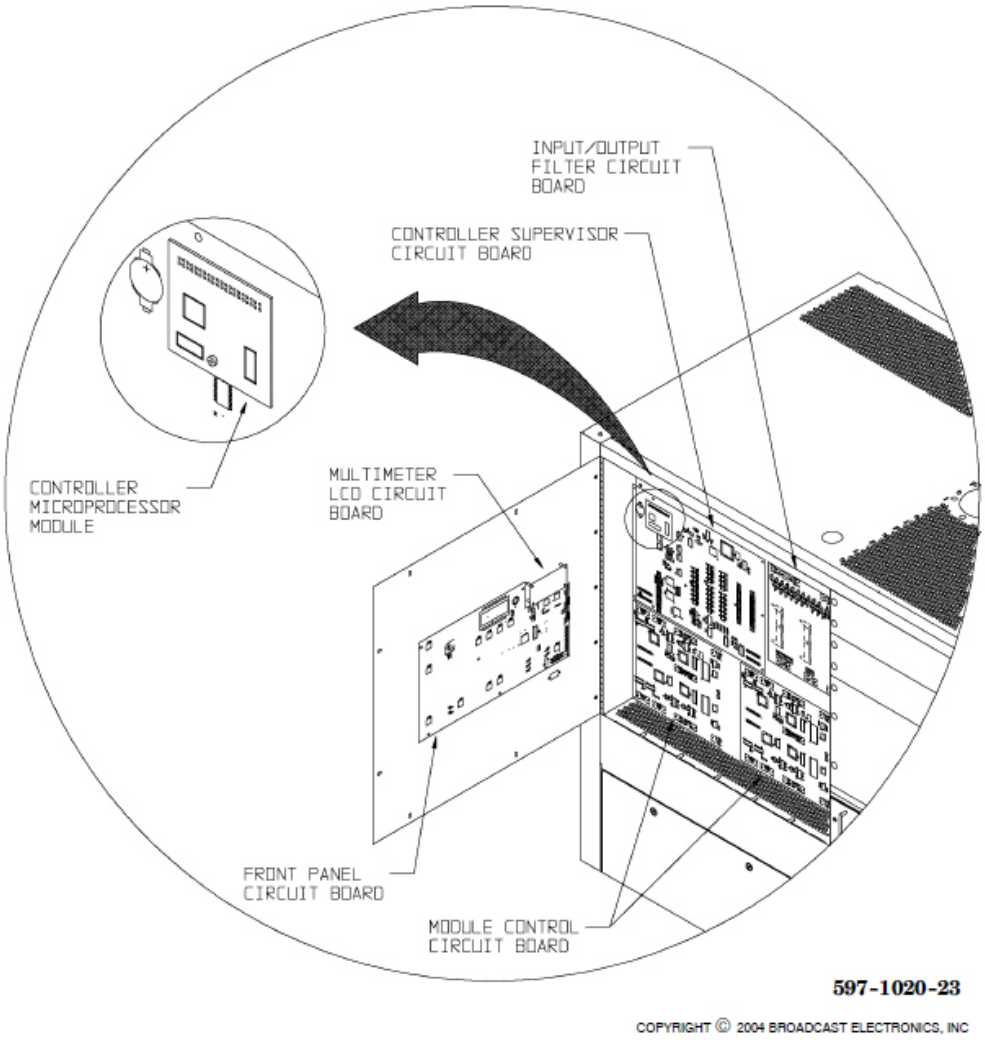

Figure 24. Controller Microprocessor Module.
GENERAL. The FM-l0S/FMi 703 controller is equipped with a modular microprocessor module (refer to Figure 24). The module is located on the supervisor circuit board and contains:1) the main transmitter operating code and 2) transmitter calibration values. For a microprocessor module firmware upgrade, the microprocessor module must be replaced. When this is required, the controller must be re-calibrated.
Open the transmitter controller door and locate the microprocessor module (Figure 24).
3. Orient the new microprocessor module as shown and insert the module in header J1 (Figure 24).